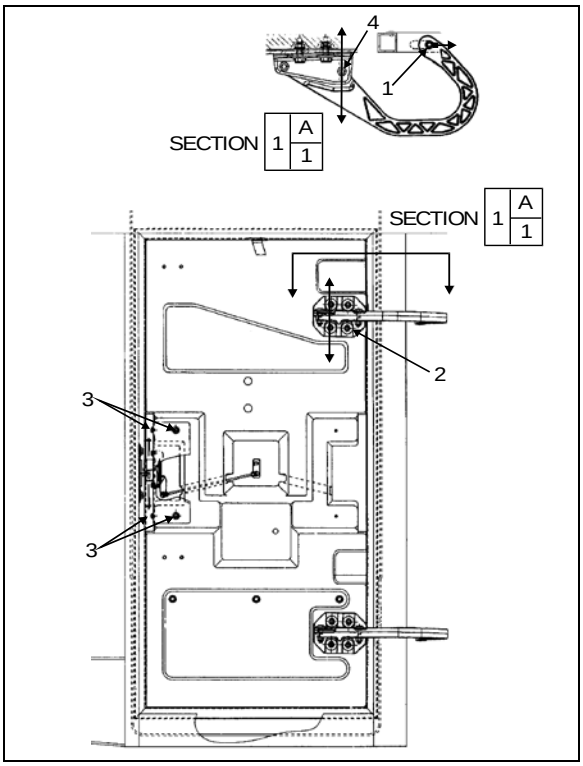

**FIGURE 85: MAIN POWER COMP. DOOR** 18199
1. Loosen nut (1, Figure 85).
3. Tighten nut (1, Figure 85).
4. Loosen nut (4, Figure 85).
7. Loosen screws (2, Figure 85). Screws allow the door to be shifted "UP or DOWN".